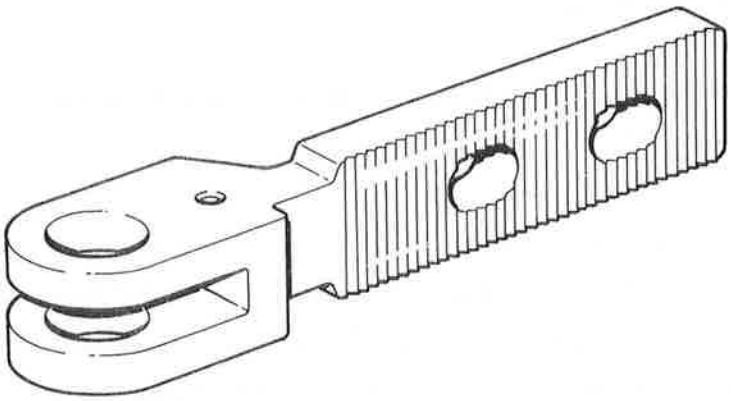

Figuur 1
N.B.: Een gaffelstuk kan er uitzien zoals in figuur 1 is afgebeeld.